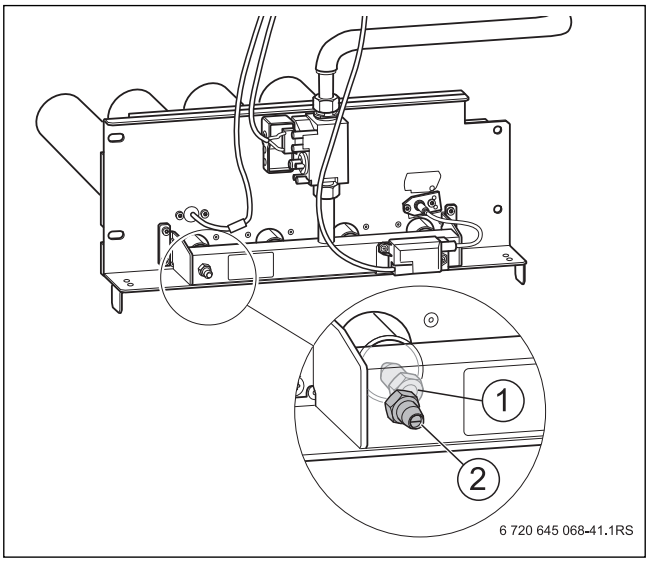

Рис. 54 Замена форсунок основного газа
- Замените форсунки основного газа (→ рис. 54 [1], стр. 45) на форсунки для нового вида газа. При этом нужно установить новые уплотнения.